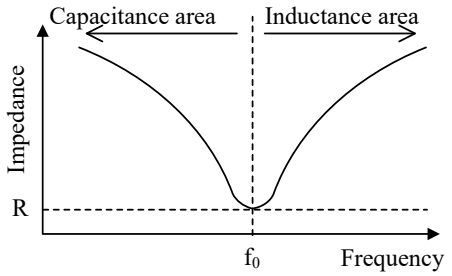

Figure 8-2. Impedance of Resonant Circuit
When the frequency, f, changes, the impedance of resonant circuit will change as shown in Figure 8-2.
When 2πfL = 1/2πfC, Ż of Equation (2) becomes the minimum value, R (see Figure 8-2). In the case, ω is calculated by Equation (3).